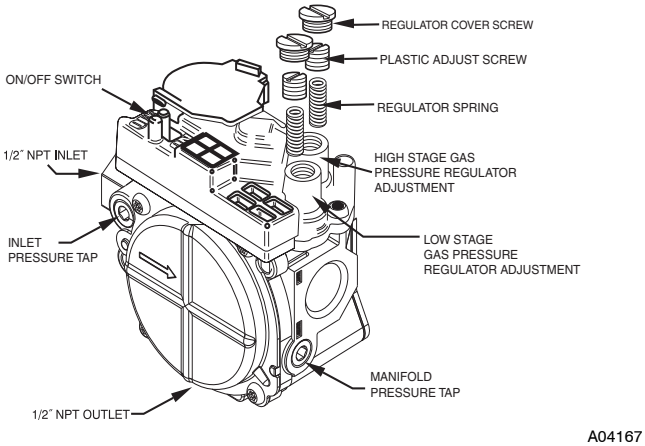

Fig. 20 - Redundant Automatic Gas Control Valve
2. Adjust manifold pressure to obtain low stage input rate (See Fig. 20).
e. Remove regulator adjustment cap from low stage gas valve pressure regulator (See Fig. 20) and turn low-stage adjusting screw (3/16 or smaller flat-tipped screwdriver) counterclockwise (out) to decrease rate and clockwise (in) to increase input rate.
5. Adjust manifold pressure to obtain high stage input rate (See Fig. 20).
b. Remove regulator adjustment cap from high stage gas valve pressure regulator (See Fig.20) and turn high-stage adjusting screw (3/16 or smaller flat-tipped screwdriver) counterclockwise (out) to decrease rate and clockwise (in) to increase input rate.